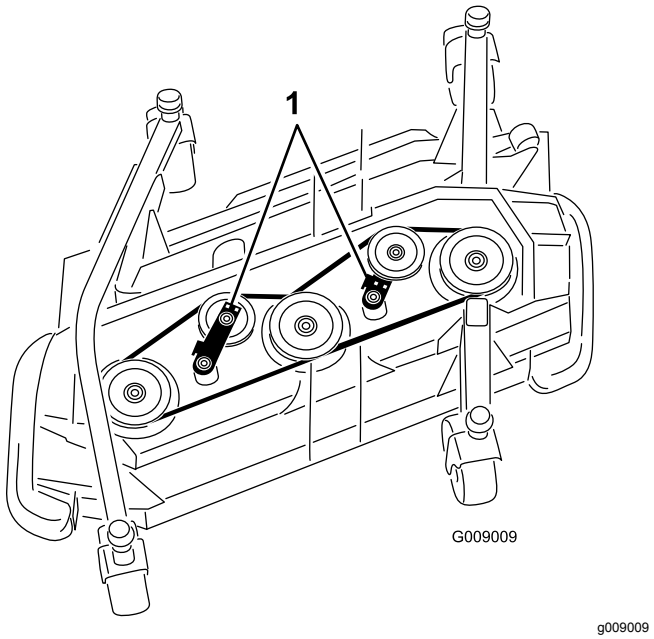

Figur 130
5. Brug en skraldenøgle eller et lignende stykke værktøj til at flytte styreremskiverne væk fra drivremmen for derved at løsne remspændingen og lade remmen glide af remskiverne (Figur 130).